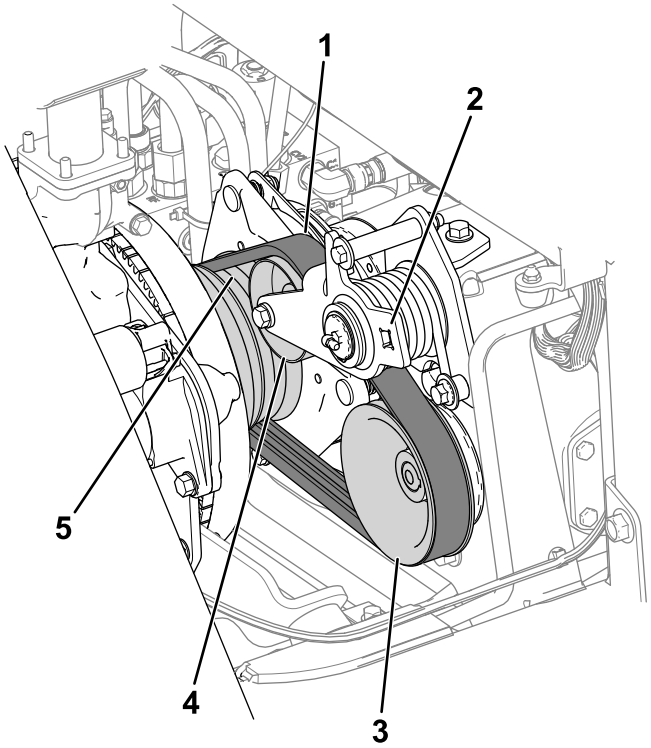

Figura 74
3. Enrute la correa sobre la polea del motor, la polea tensora y la polea de la bomba (Figura 74).